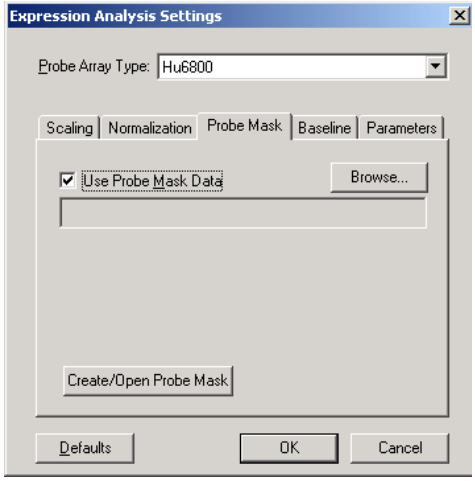

Figure E.34
1. In the Probe Mask tab, choose the **Use Probe Mask File** option **(Figure E.34)**.